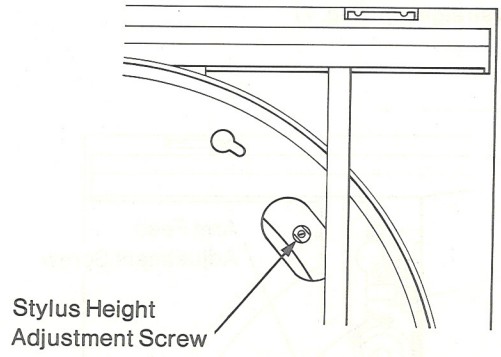

Fig.4
3. Press ◄ button on the control panel to shift the arm to the place where the stylus height adjustment screw can be observed. (Fig. 4)